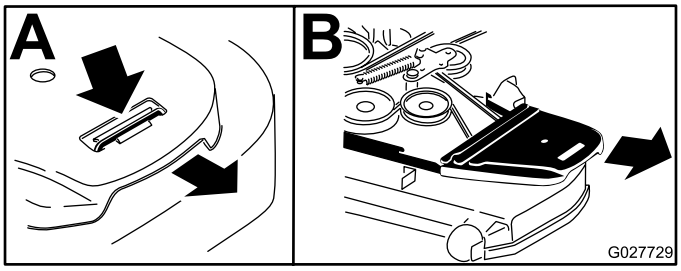

Figur 75
6. Fjern remskærmene og de bolte, der sidder på dem (Figur 75).